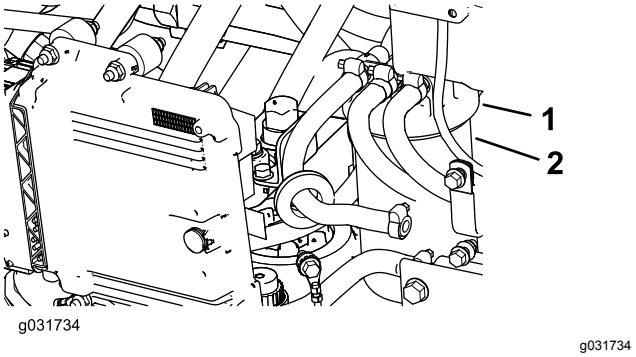

Figuur 106
1. Maak de omgeving van de kop van het brandstoffilter schoon (Figuur 106).
2. Verwijder het filter en reinig het filterkopplaatsingsoppervlak (Figuur 106).